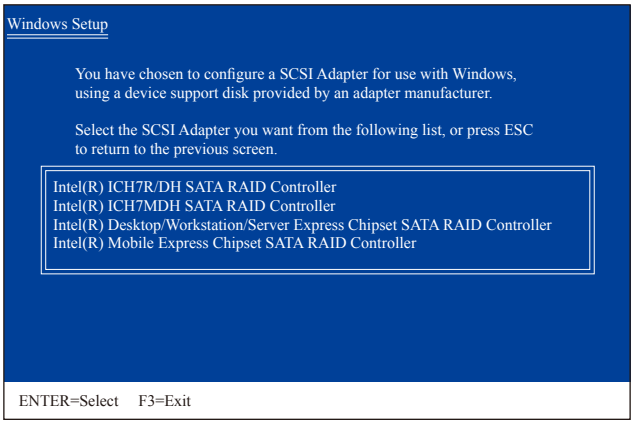

图1
放入存有SATA RAID/AHCI驱动程序的软盘并按下<Enter>键。当如图1的画面出现时，请选择「Intel(R) Desktop/Workstation/Server Express Chipset SATA RAID Controller」再按<Enter>键，系统会从软盘中下载RAID驱动程序。若设为AHCI模式，请使用键盘的上键移到「Intel(R) Desktop/Workstation/Server Express Chipset SATA AHCI Controller」项目再按<Enter>。